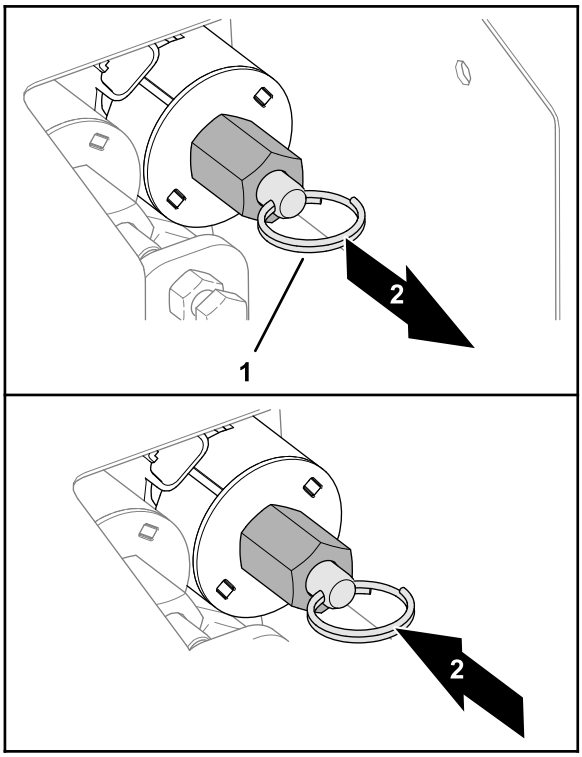

**Rysunek 36**
- W celu opuszczenia kosza (Rysunek 36) pociągnij za pierścień na trzpieniu zaworu.
- W celu uniesienia kosza (Rysunek 36) popchnij pierścień na trzpieniu zaworu.